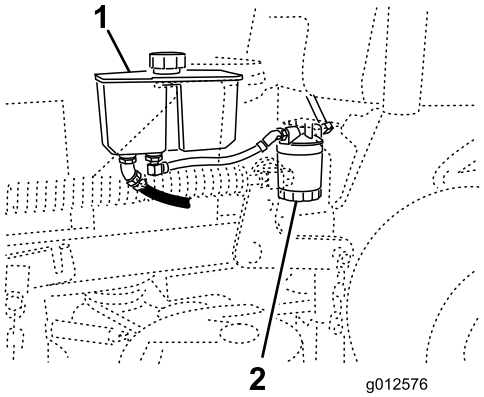

Figuur 74
3. Plaats een opvangbak onder het filter (Figuur 74).